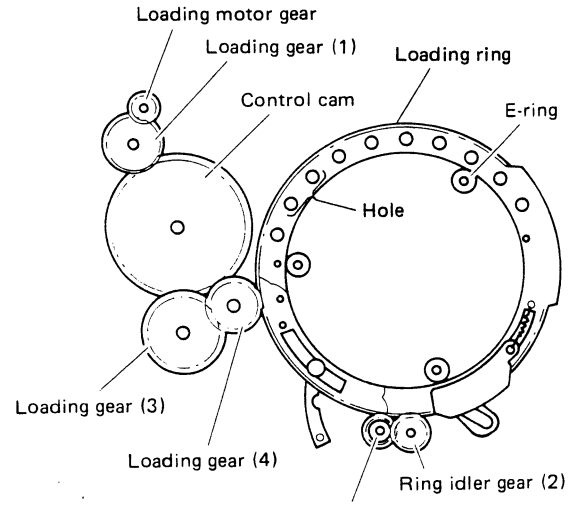

Fig. 2-6 Loading gear (3)
2. Install the rings in this configuration. At this time, it may be easier to secure one of the three E-rings completely first (see Fig. 2-6).
6. Install loading gear (4) with its teeth engaged with loading gear (3) and the take-up loading ring. (See Fig. 2.6) At this time, the marked teeth of loading gear (4) should be at roughly the 3 o'clock position and engaged evenly with the take-up loading ring.
7. Repeat loading and unloading operations several times. Confirm that the marked teeth of loading gear (4) come to correct position with respect to the loading ring and that mechanical operation is normal.
8. If mechanical operation is incorrect, again perform reassembly. Use care not to damage loading gear (1).